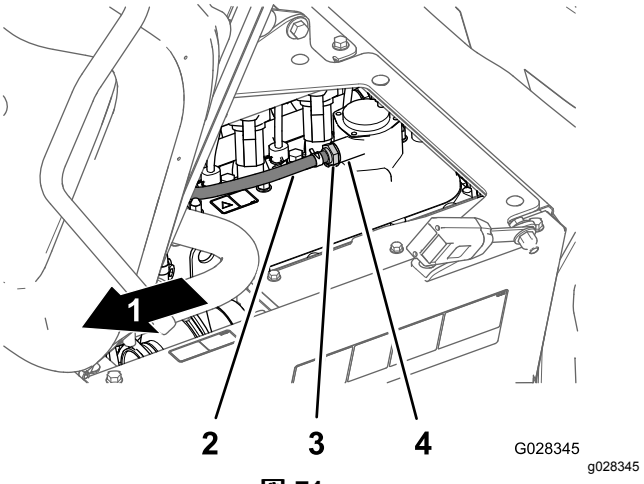

図 71
2. バルブカバーのフィッティングからPCVバルブを取り外す図 71。
注 バルブ内部にあるレストリクタがカラカラと音を立てる場合は継続使用可能。バルブを振っても中から音がしない場合は PCV を交換する図 71。
4. バルブカバーのフィッティングの一番奥までPCVバルブを押し込む図 71。